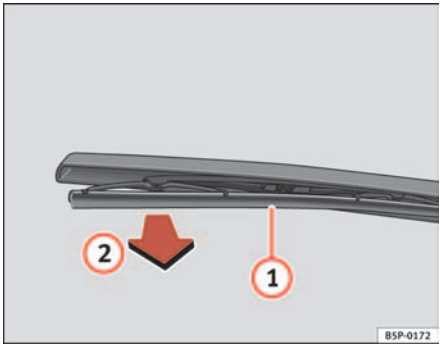

Fig. 165 Changing the rear window wiper blade
– Lift the wiper arm away from the glass ⇒ fig. 165.
– Unclip the wiper blade (1) and pull (2) ⇒ fig. 165.